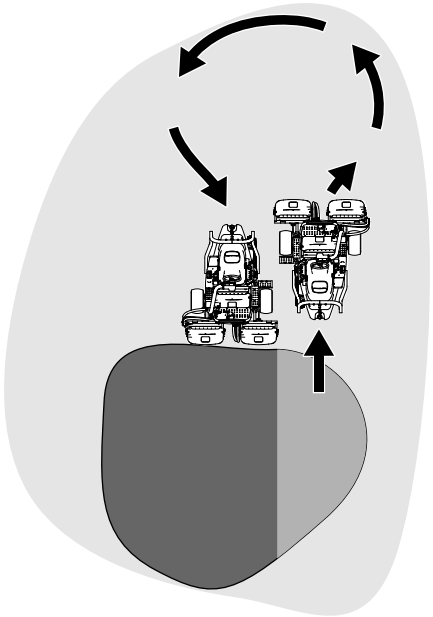

Figuur 26
6. U kunt de werktijd bekorten en de machine eenvoudiger voor de volgende maaibaan opstellen door de machine een ogenblik in de tegenovergestelde richting te draaien en daarna in de richting van het ongemaaide deel. Met zo'n druppelvormige bocht (Figuur 26) kunt u de machine snel in positie brengen voor uw volgende maaibaan.